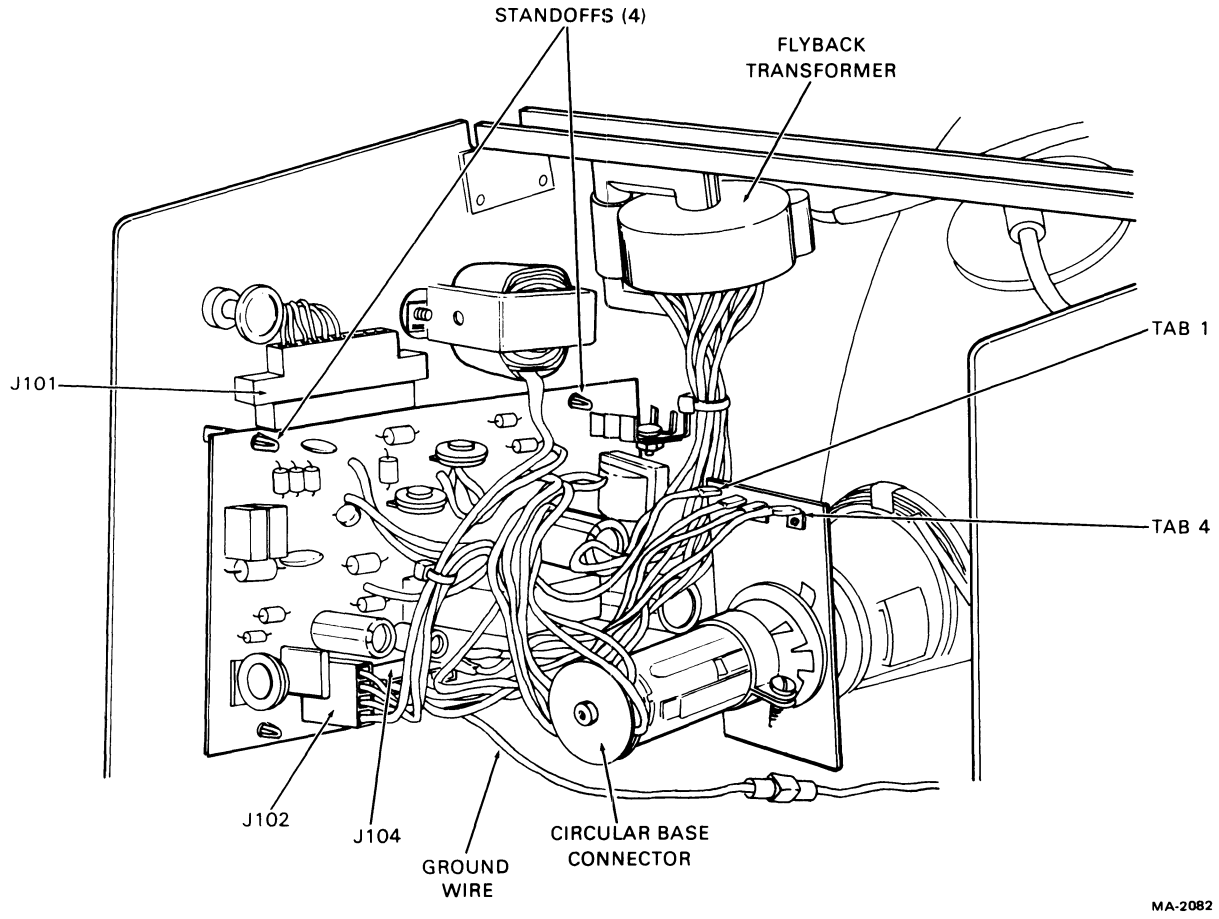

Figure 5-12 Ball Video Monitor Board Removal
2. Remove the circular connector from the base of the CRT (Figure 5-12). Bend the wire harness up and out of the way.